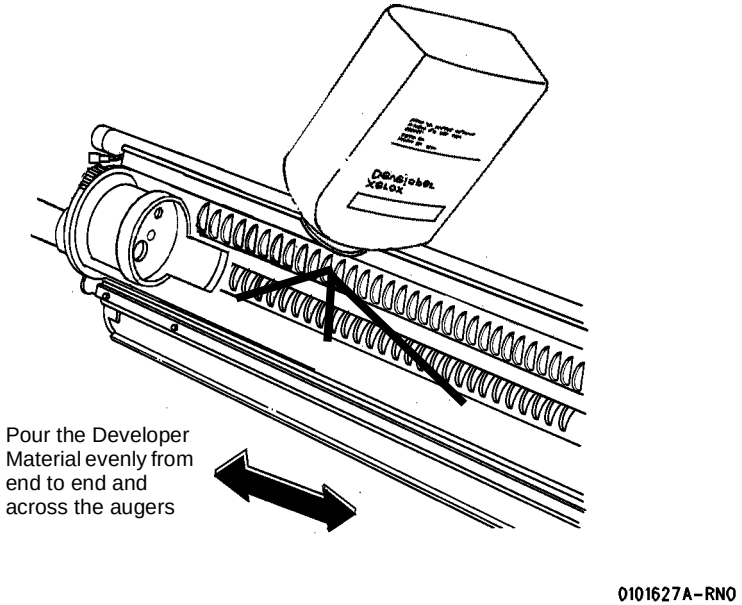

**Figure 4 Installing the Developer Material**
1. (Figure 4): Install the Developer Material and record the batch number in the Machine Log.